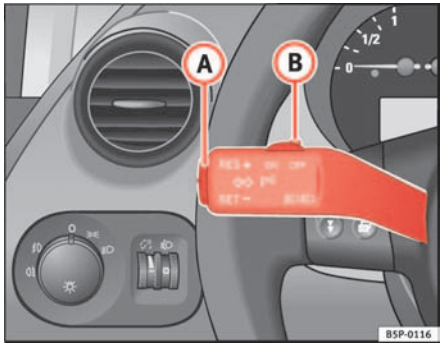

Fig. 140 Turn signal and main beam lever: Switch and rocker switch for CCS
– Push the switch ⇒ fig. 140 (B) to the left to position **ON**.